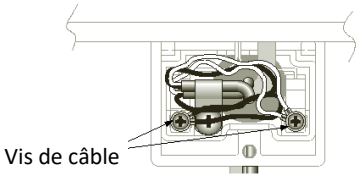

Fig.4
12. Desserrer les 2 vis sur les bornes pour les contrôles et connecter le câble (la polarité n'est pas importante, l'une ou l'autre couleur peut être connectée à l'une ou l'autre borne). Pour connecter plus de 2 câbles, les connecter en parallèle. (Fig. 4)